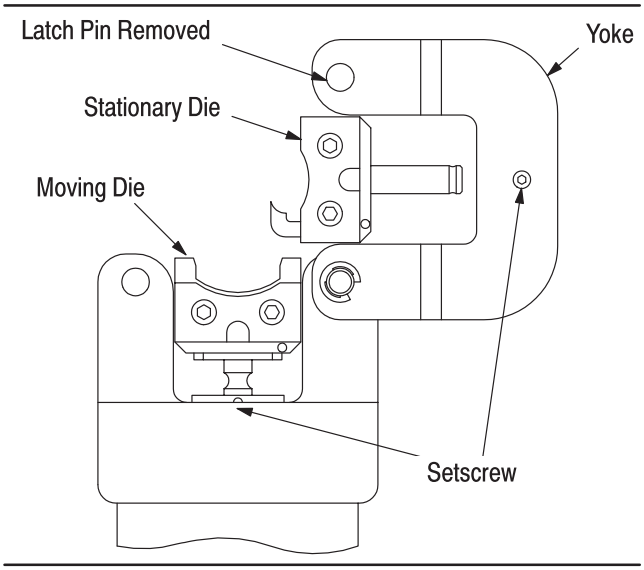

Figure 3
4. DIE INSERTION AND REMOVAL (Figure 3)